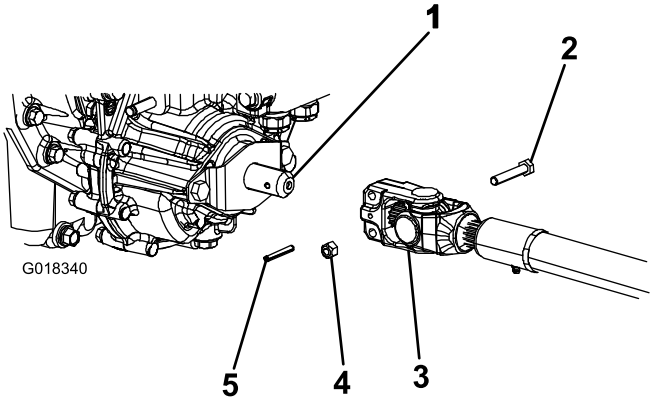

Figur 4
3. Placera kraftuttagets drivaxel under maskinens främre del. Se till att drivaxelns axelok (Figur 4) placeras mot transmissionens kraftuttagsaxel.